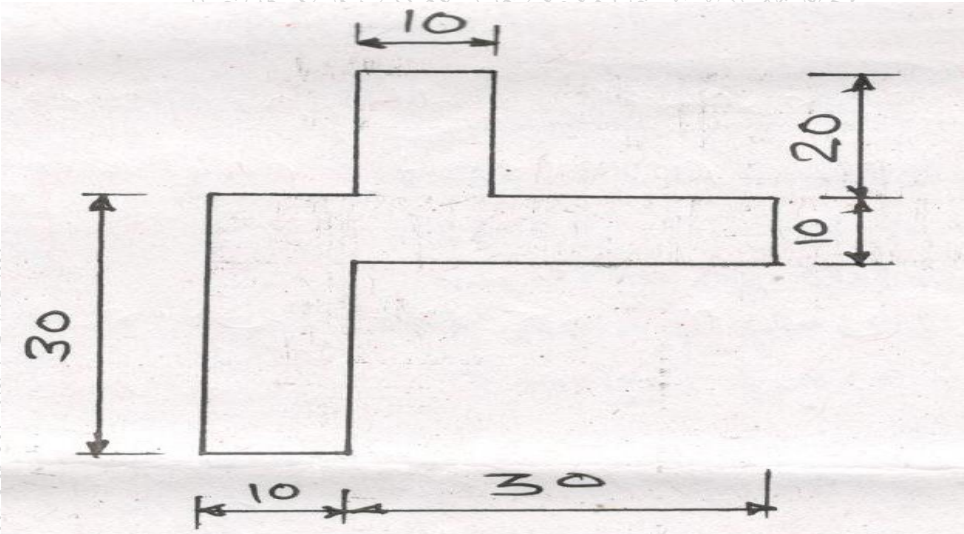

Figure 2
b) Find the center of pressure to blank a piece shown in figure 2 06
Design draw and dimensions a milling fixture to mill a slot of 10×10mm deep in finish component shown in fig.2 16